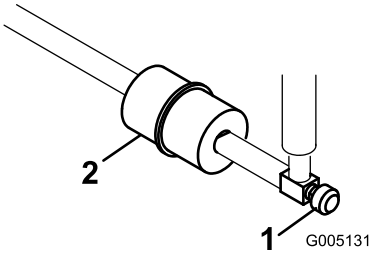

Figur 49
Et filter er bygget inn i drivstoffslangen mellom drivstofftanken og forgasseren (Figur 49). Skift filteret etter hver 800. driftstime, eller tidligere hvis drivstoffstrømmen forhindres. Pass på at pilen på filteret peker bort fra drivstofftanken.
1. Lukk bensinkranen, løsne slangeklemmen på forgassersiden av filteret og fjern bensinslangen fra filteret (Figur 49).
2. Plasser et tappefat under filteret, løsne den gjenværende slangeklemmen, og ta ut filteret (Figur 49).